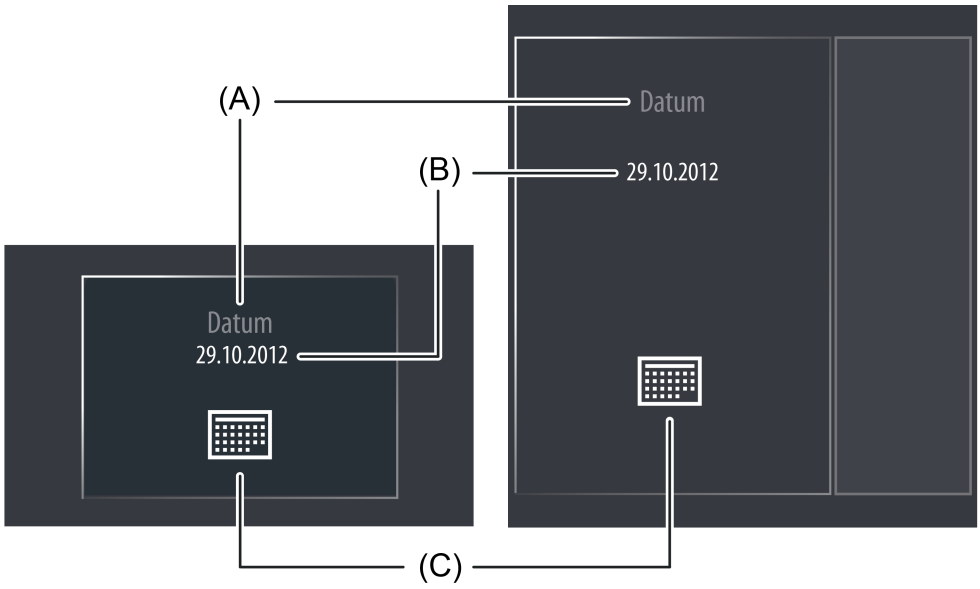

Bild 47: Beispiel für ein Anzeigeelement der Funktion "KNX Datum"
Der Anzeigebereich enthält verschiedene Darstellungselemente (Bild 47), die durch Parameter beeinflusst werden. Jeder KNX Funktion kann in der Konfigurationssoftware eine Bezeichnung vergeben werden (A). Diese Text-Bezeichnung wird im Anzeigeelement zentriert zur Anzeige gebracht, wodurch steuerbare KNX Funktionen für den Anwender kenntlich gemacht werden (z. B. "Datum"). Die Anzeige des Datums (B) erfolgt darunter. Der Parameter "Anzeigeformat Datum" definiert die Formatierung des Darstellungselements und erlaubt die Anpassung der Datumsanzeige an internationale Systeme.